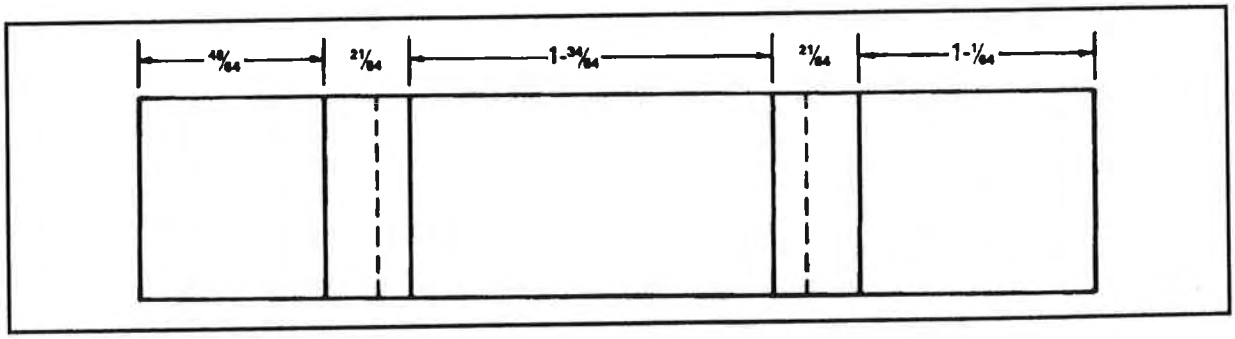

Figure 5-8. Layout of third flat (C)
This flat (C) is equal to the overall dimension minus the setback, or 1.250 - 0.239 = 1.012 inch. Convert 1.012 to 1 1/64. Lay out this measurement (Figure 5-8).